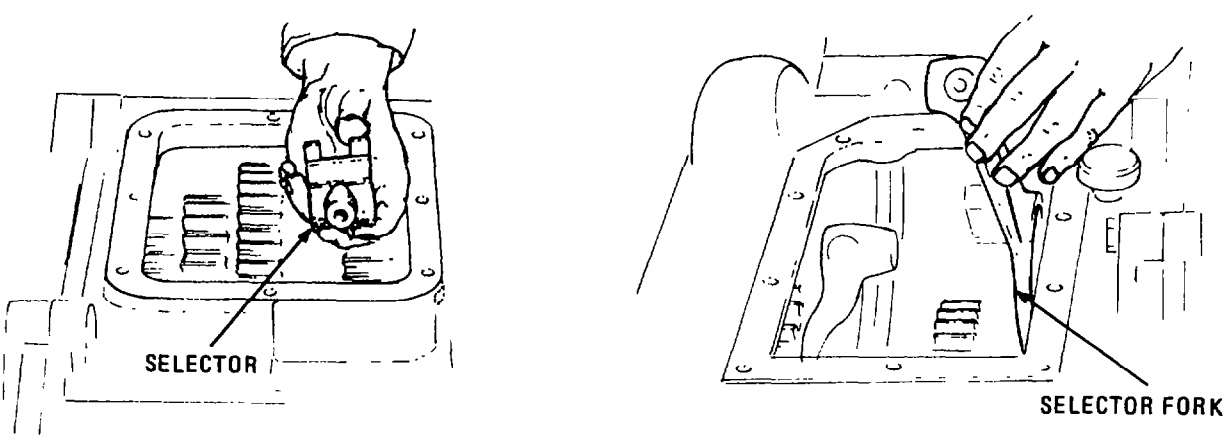

Fig. 171 — Removing Selectors, Selector Forks and Shafts
e. Withdraw the selector shafts from the case, removing the selectors and selector forks as the shafts are withdrawn (see fig. 171).